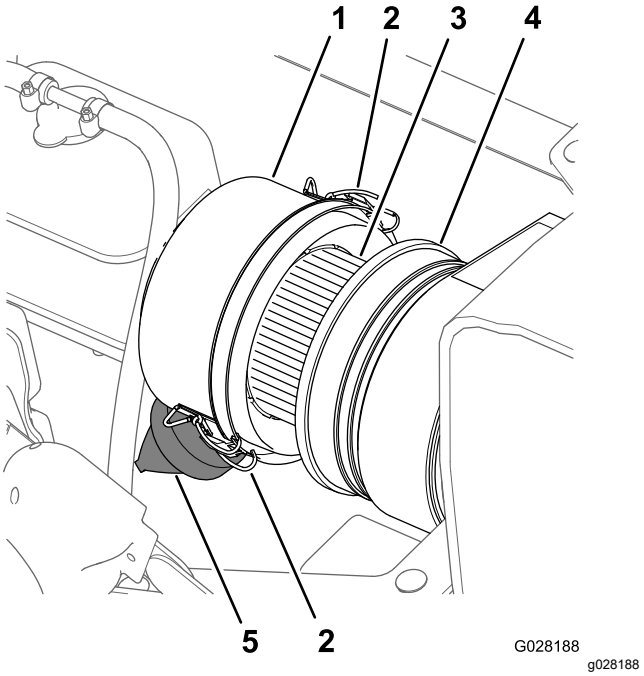
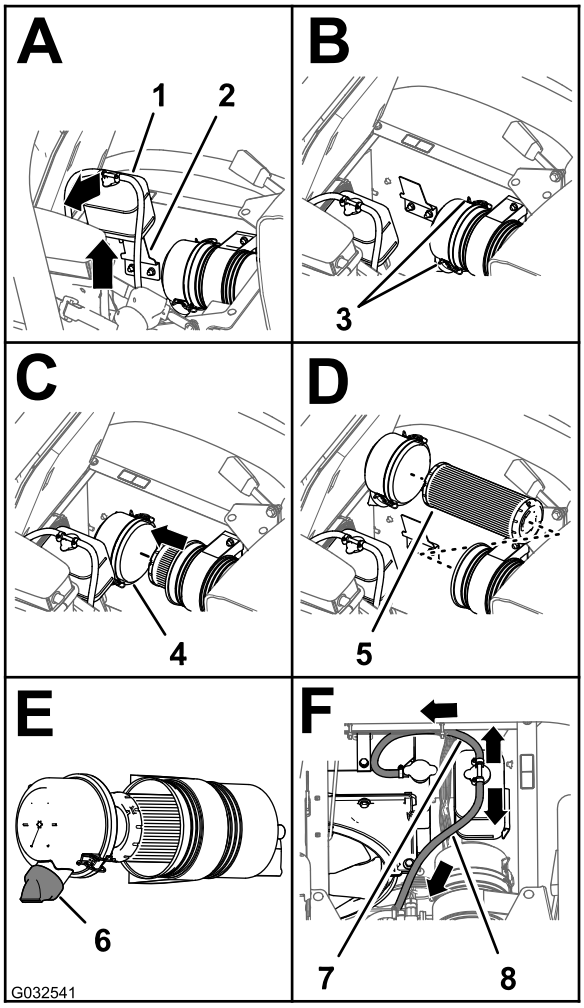

Figure 71
Figure 72
3. Clean the dust cap and air-cleaner body (Figure 71).
4. Check the air-cleaner body for damage that could cause an air leak (Figure 71).
5. Squeeze the dust valve to clear it of dirt, dust, and debris (Figure 71).
7. Check the air-filter element for excessive accumulation of dust, dirt, and debris (Figure 71).
8. Install the dust cap onto the air-cleaner body and secure the cap with the 2 latches (Figure 71).
2. Clean the dust cap and air-cleaner body (Figure 71).
3. Lift the coolant-overflow tank up and off the tank-support bracket (Figure 72).
4. Loosen the 2 latches that secure the dust cap to the air-cleaner body (Figure 72).
6. Clean the inside of the dust cap, air-cleaner body, and dust valve with a damp rag (Figure 71 and Figure 72).
7. Insert the air-filter element into the air-cleaner body (Figure 72).
8. Install the cover onto the air-cleaner body and secure the cover with the 2 latches (Figure 72).
Note: Ensure that the dust valve is aligned between the 5 to 7 o'clock position when viewed from the end (Figure 72).
9. Align the coolant-overflow tank to the tank-support bracket and seat the tank firmly (Figure 72).
Important: **Ensure that the pressure-relief hose is routed forward and down, and the tank-vent hose is routed rearward as shown in Figure 72.**